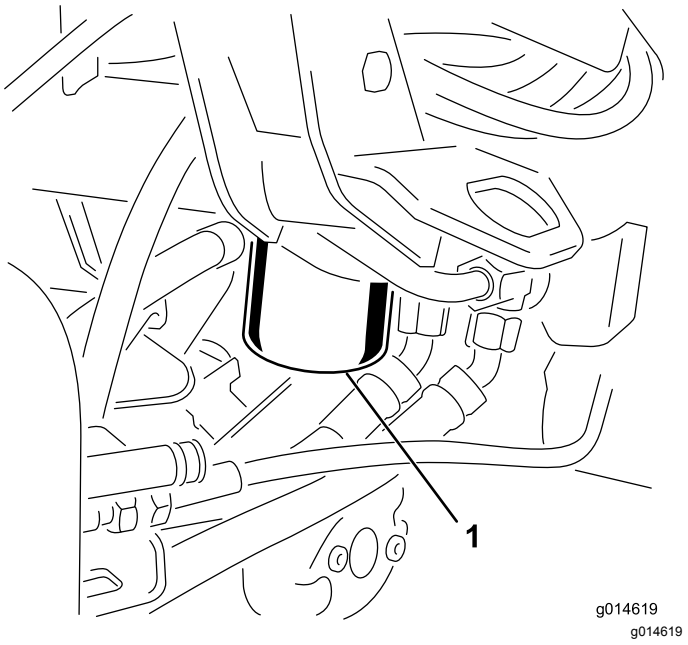

Rysunek 54
1. Wyczyścić obszar wokół mocowania filtra (Rysunek 54). Umieścić miskę pod filtrem i usunąć filtr.